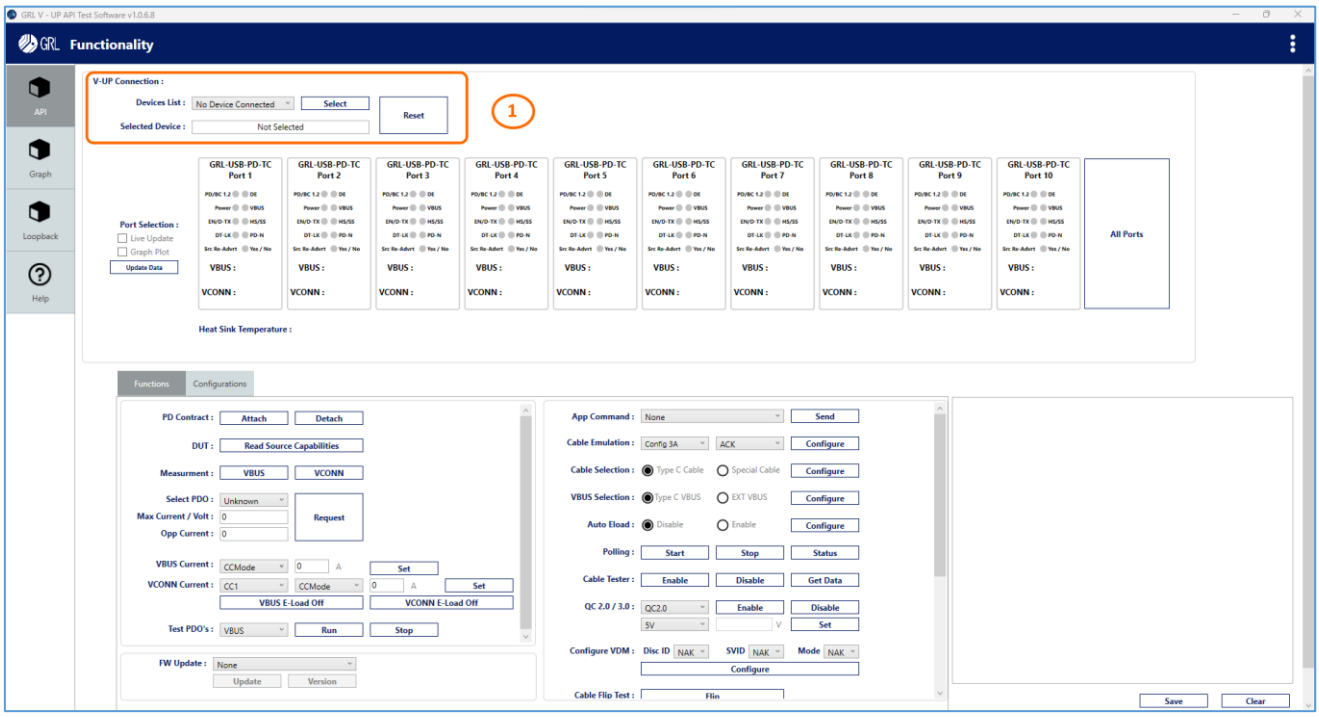

Figure 1. GRL-V-UP API Test Software Landing Screen — GRL-V-UP Connection Field
- 1 in Figure 1 above indicates the field to establish connection with the GRL-V-UP tester hardware.